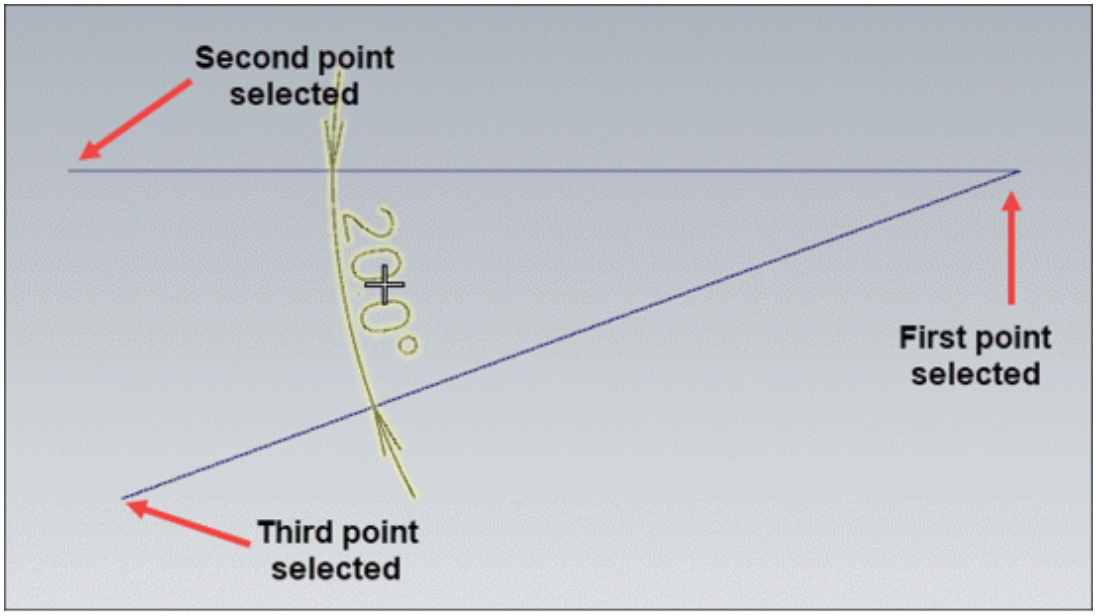

Figure-13. Preview of angle dimension
- Click at desired location to specify the center point of angle dimension and then click at two end points of lines/edges to be dimensioned by angle. The preview of angle dimension will be displayed; refer to Figure-13.